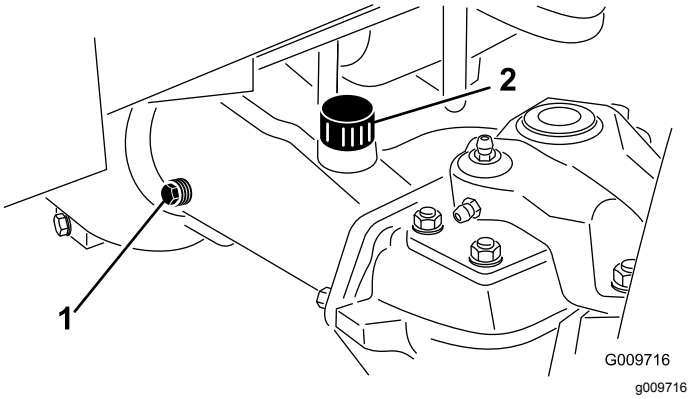

Figur 74
2. Ta bort en kontrollplugg från axelns ena sida (Figur 74) och se till att oljan når upp till botten av hålet.
3. Ta bort påfyllningspluggen om nivån är låg (Figur 74), och tillsätt tillräckligt med olja så att nivån når botten av kontrollhålet.